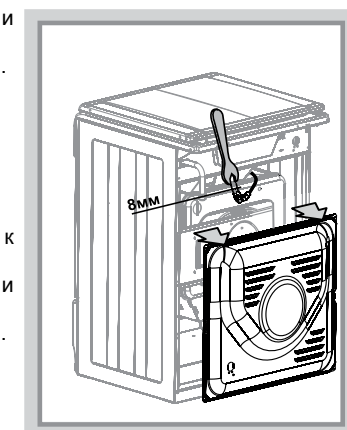

Рис.23
- при помощи ключа выкрутить и заменить сопло (рис.23).